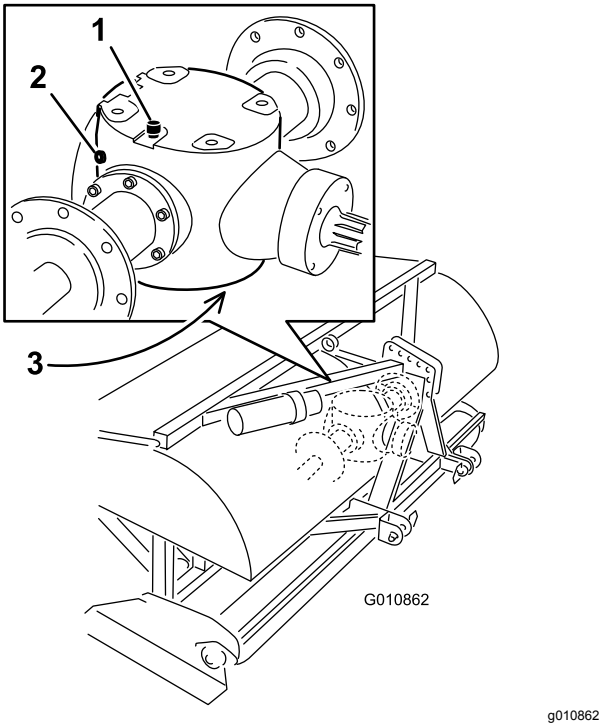

Rysunek 47
2. Wykręć z przekładni korek kontrolny (Rysunek 47).
3. Upewnij się, że olej sięga do dolnej krawędzi otworu kontrolnego w przekładni (Rysunek 47).
1. Oczyść okolice korka odpowietrzenia/wlewu i korka spustowego, aby zapobiec zanieczyszczeniu oleju (Rysunek 47).